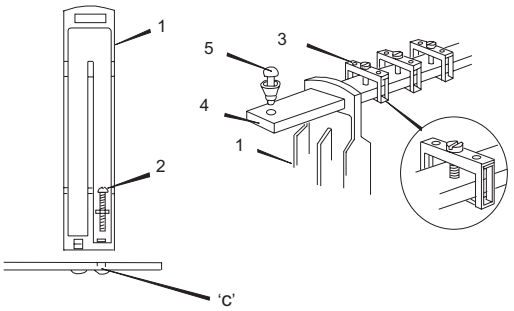

**Figure 4.15** Earth rail details (ERK18)
Optional earth rail kits are available (ERK18) - see Figure 4.15. Cable screens from hazardous-area circuits or spare pairs from a multicore cable can be connected to the terminals on the earth rails.
a) Locate the earth rail mounting positions - marked 'C' in Figure 4.15 - at each end of the backplane.
b) Attach each mounting post (1) with two M3 x 12 mounting screws and washers (2).
c) Fit the earth terminals (3) onto the rail (4).
e) Finally, insert the plastic retaining rivets (5) into each end of the rail.